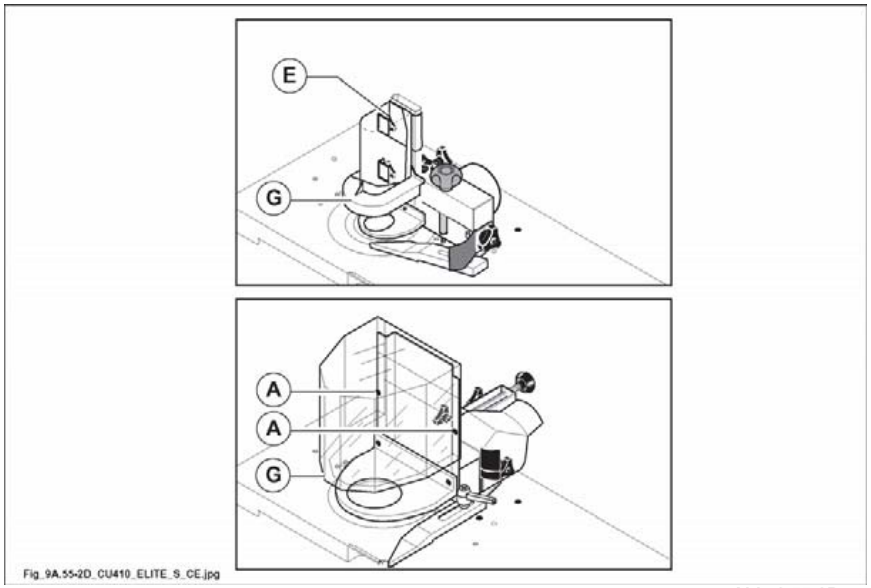

Abb. 9.55-2D
- ballengriff (E Abb. 9.55-2D) oder Schrauben (A Abb. 9.55-2D) lockern und Druckstück (G Abb. 9.55-2D) so einstellen, daß ein leichter Druck auf das zu bearbeitende Teil ausgeübt wird;